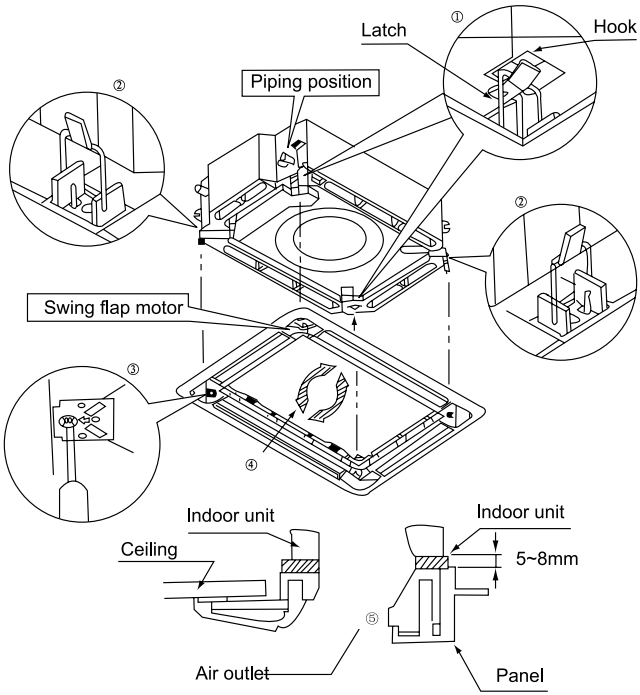

Fig.35
(4). Adjust the panel along the direction indicated by the arrow as shown in Fig. 35.